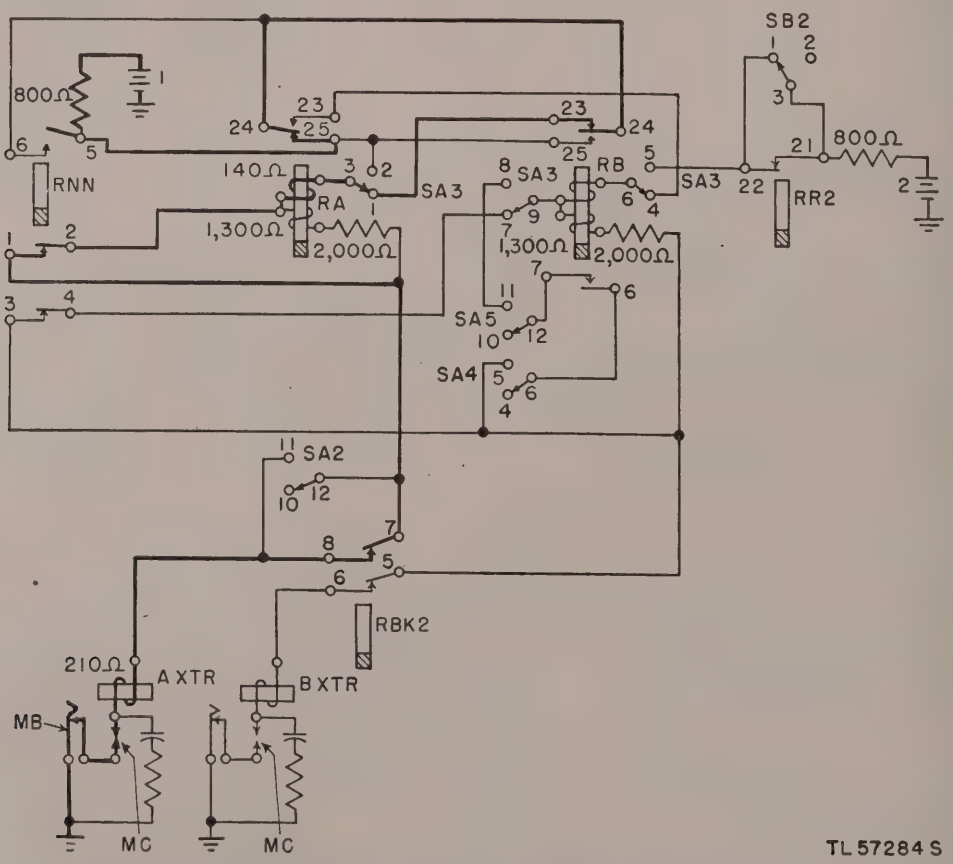
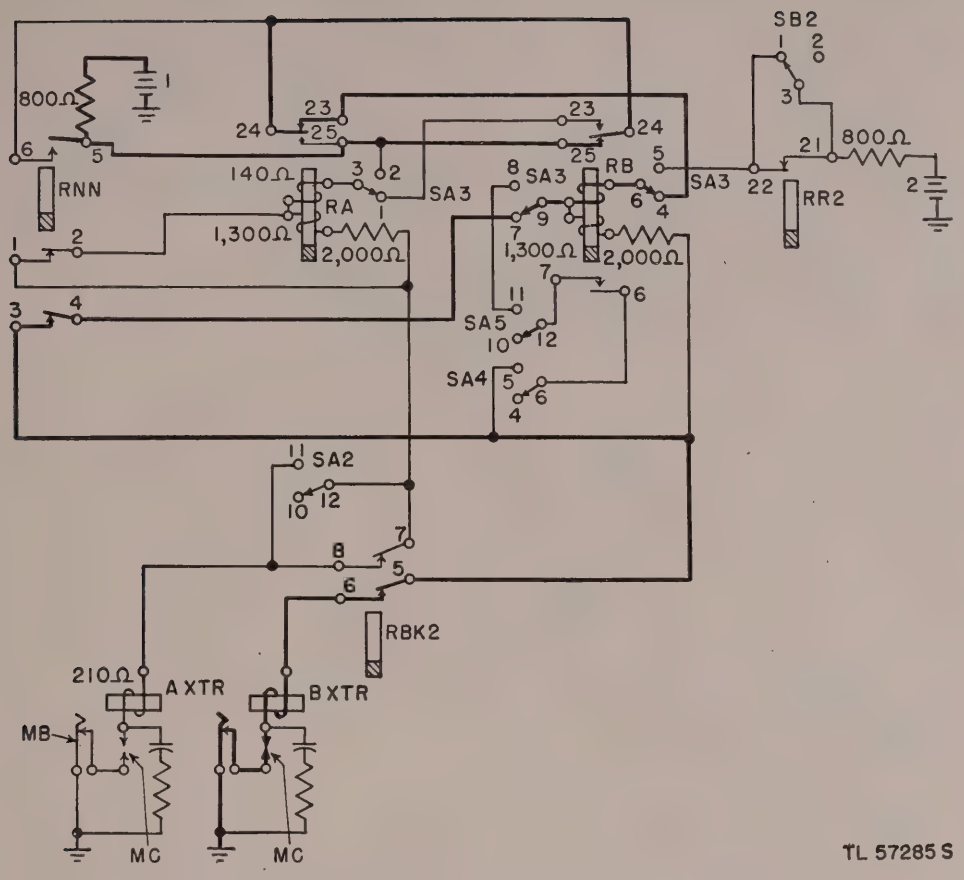

Figure 46. Message transmitter circuit (A transmitter), normal operation.
Figure 47. Message transmitter circuit (B transmitter), normal operation.
a. Normal Operation (figs. 46 and 47). With relay RA operated, the release of RNN shorts out (through RNN–1/2) the high-resistance (1,300 ohms) winding of relay RA together with the 2,000 ohms series resistor (heavy line, fig. 46). Shorting out 3,300-ohms resistance raises the current in the circuit to a value sufficient to operate the A transmitter magnet. The high current, through the low resistance winding of relay RA, is sufficient to hold RA in the operated position. The A transmitter magnet operates and releases the transmitter clutch, sending out the message. With relay RB operated, a similar circuit (heavy line, fig. 47) for the B transmitter magnet may be traced, contacts RNN–3/4 performing the operation of shorting out the high-resistance winding of relay RB.